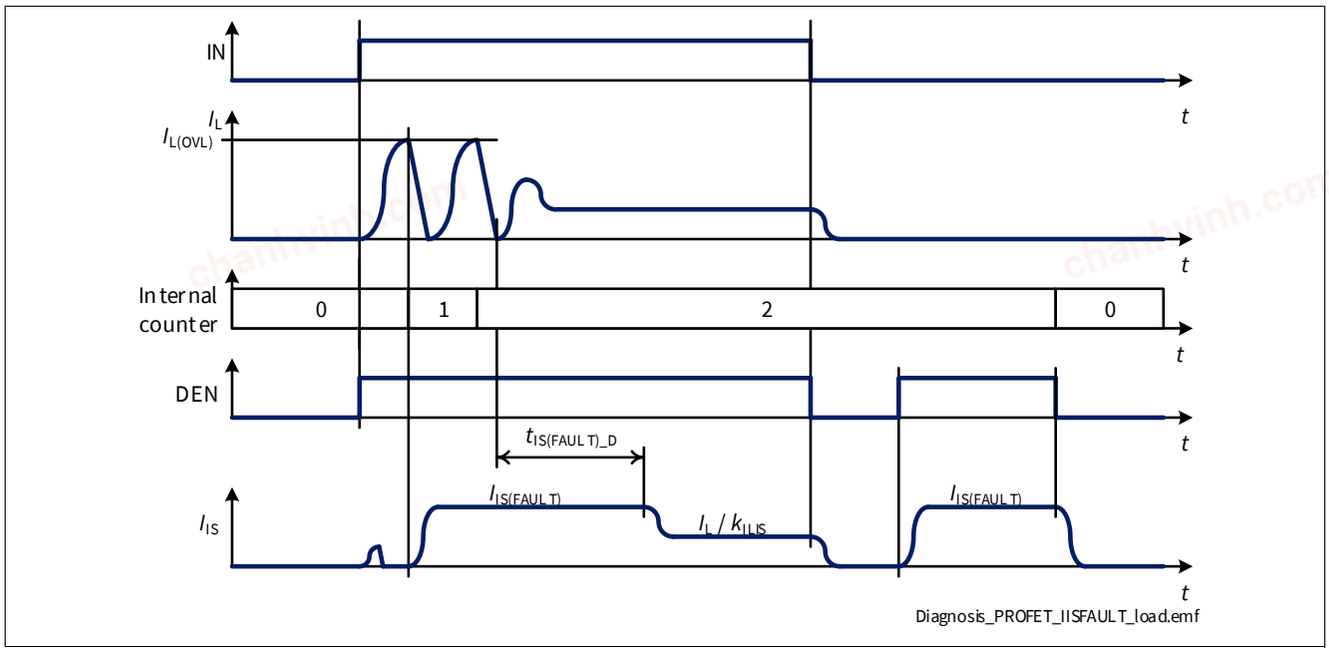

Figure 35 $I_{IS(FAULT)}$ at Load Switching
- If the channel is ON and the number of retries is lower than “$n_{RETRY(CR)} + n_{RETRY(CYC)} * n_{RETRY(NT)}$”, the current $I_{IS(FAULT)}$ is provided for a time $t_{IS(FAULT)_D}$ after the channel is allowed to restart, after which $I_{IS} = I_L / k_{ILIS}$ (as shown in **Figure 35**). During a retry cycle (while timer t_{RETRY} is running) the current $I_{IS(FAULT)}$ is provided each time the channel diagnosis is checked